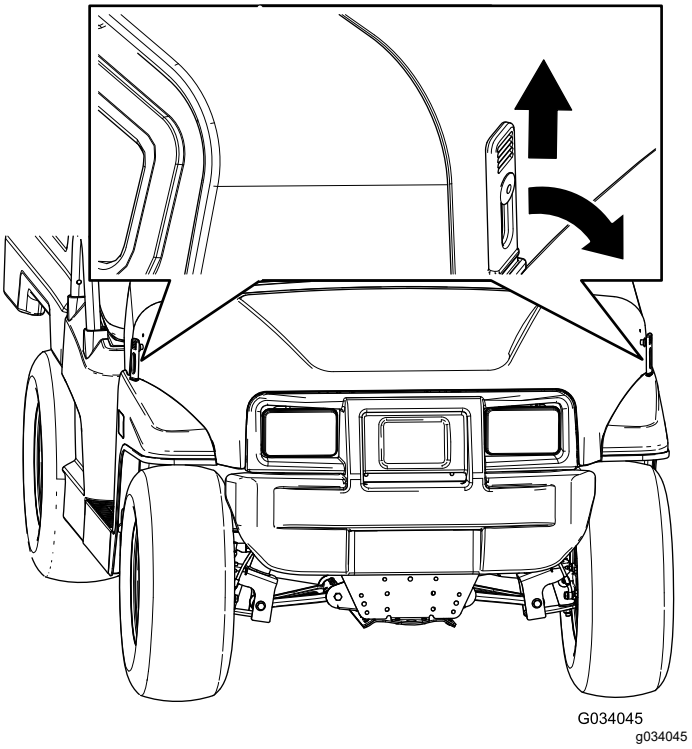

Figuur 23
1. Til de handgreep van de rubberen grendels aan weerszijden van de motorkap op (Figuur 23).
2. Bevestig de motorkap door de rubberen grendels uit te lijnen met de grendelbevestigingen aan weerszijden van de motorkap (Figuur 23).